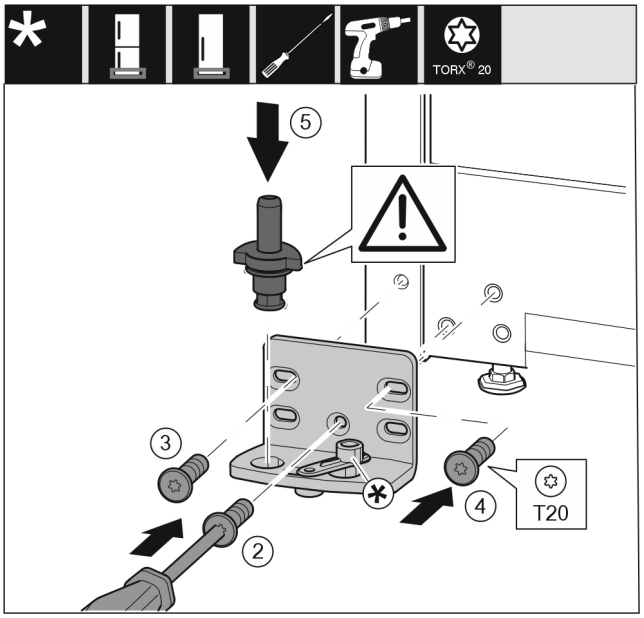

Fig. 18
▶ Lagerbock auf der anderen Seite ansetzen und mit Hilfe eines Schraubendrehers anschrauben. Mit der Schraube *Fig. 18 (2)* unten in der Mitte beginnen.
▶ Schraube *Fig. 18 (3)* und Schraube *Fig. 18 (4)* festschrauben.
▶ Lagerbolzen *Fig. 18 (5)* komplett einsetzen. Dabei darauf achten, dass der Rastnocken nach hinten zeigt.